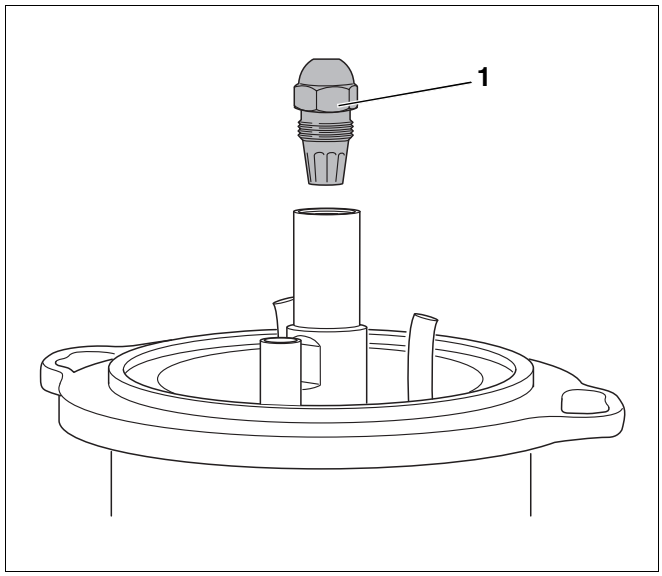

Abb. 60 Düse abschrauben
- Düse (Abb. 60, **Pos. 1**) mit zwei Schraubenschlüsseln SW 16 und SW 19 lösen.
- Düse abschrauben (Abb. 60, Seite 71).